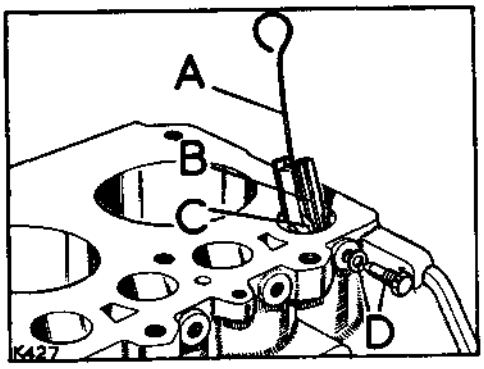
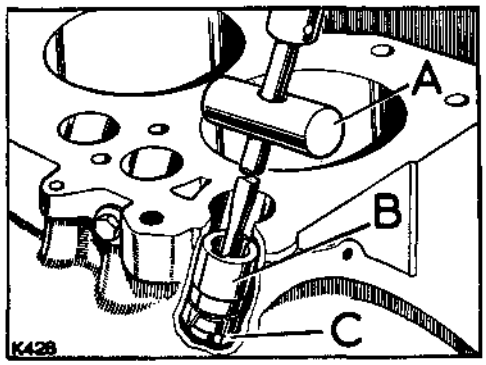

**Fig. A2-145. Removing tappets and rollers**
**Fig. A2-146. Removing tappet guides**
4. Refit the tappet assemblies, referring to Fig. A2-145 and Fig. A2-146.